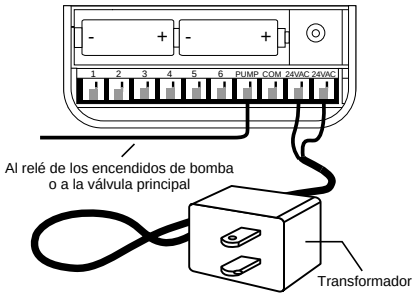

FIGURA 20: Conexión del encendido de la bomba, de la válvula principal y del transformador
- Conecte el transformador **[Vea la figura 20].**